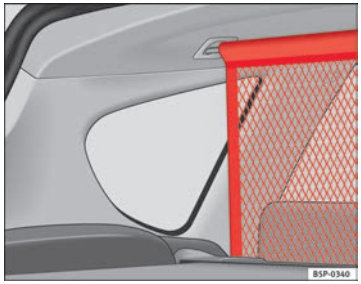

Fig. 125 Partition net
– Pull the net from underneath between the backrest and the folding tray and fit it to the slots in the roof, first the right then the left ⇒ Fig. 125.